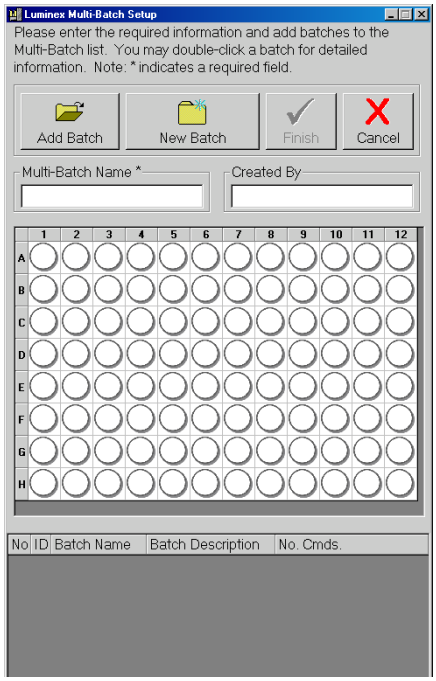

Figure 5-30. Luminex Multi-Batch Setup Dialog Box
1. Click **New Multi-Batch**. The Luminex Multi-Batch Setup dialog box opens, shown in Figure 5-30.
2. In the **Luminex Multi-Batch** dialog box, click **Add Batch** to add an existing batch to the multi-batch. See Figure 5-30.